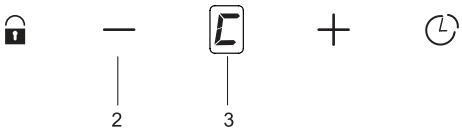

Abb. 20: Warnhinweis auf Metallfettfilterreinigung löschen
Wenn auf dem C Digital-Bildschirm eingeblendet ist, muss der Metallfettfilter gereinigt werden (Abb. 20). Um den Hinweis auf Metallfettfilterreinigung zu löschen gehen Sie wie folgt vor:
- Zum Löschen der Fettfilter-Sättigungsanzeige (Abb. 20/2) drücken und halten Sie die '-' Taste, im ausgeschalteten aber entsprerrten Zustand des Abzuges, so lange, bis auf dem Bildschirm ein "E" erscheint.